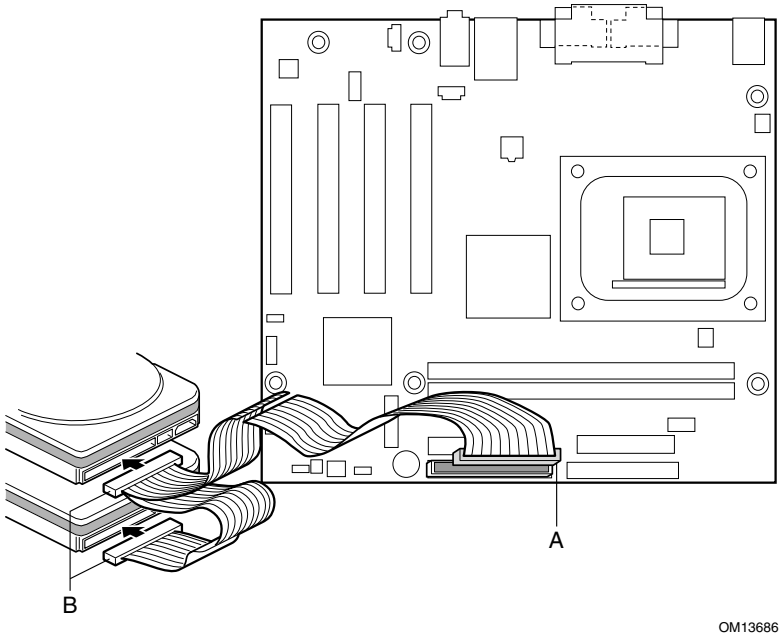

Figure 8. Connecting the IDE Cable
The Intel® boxed desktop board package includes an IDE cable. The cable connects two drives to the Intel desktop board. The cable supports ATA-66 and ATA-100 transfer protocols and is backward compatible with drives using slower IDE transfer protocols. Figure 8 shows the correct installation of the cable.
- Attach the cable end with the single connector to the Intel desktop board (see Figure 8, A).
- Attach the cable end with the two closely spaced connectors to the drives (see Figure 8, B).